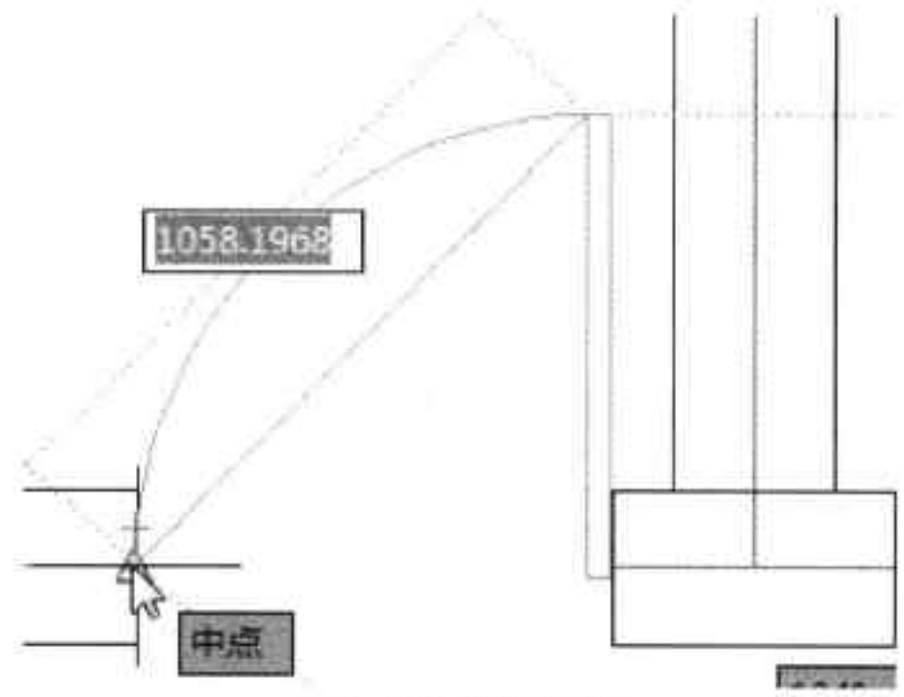

图5-85 绘制圆弧
Step18 执行“圆弧”命令，根据命令行提示，指定门图形上方两端点和另一侧墙体轴线起点，绘制如图 5-85 所示的圆弧。